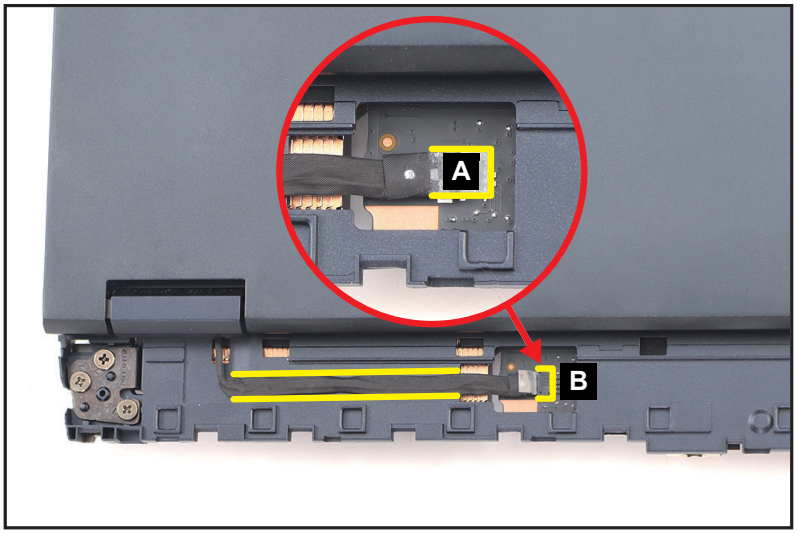

Figure 1-36. LCD Module Removal
1. Detach the mylar (A) and disconnect the A-cover LED cable from mainboard connector (B). Then carefully detach the cable from its underneath adhesive (highlighted with the yellow lines) as shown in Figure 1-36.